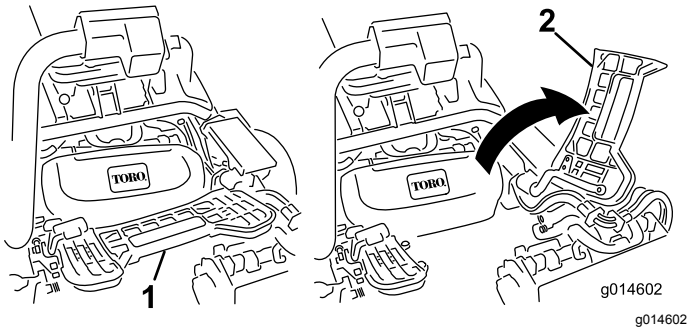

Figur 30
2. Lyft upp fotstödet och fäll upp det så att du kommer åt mittklippenheten (Figur 30).